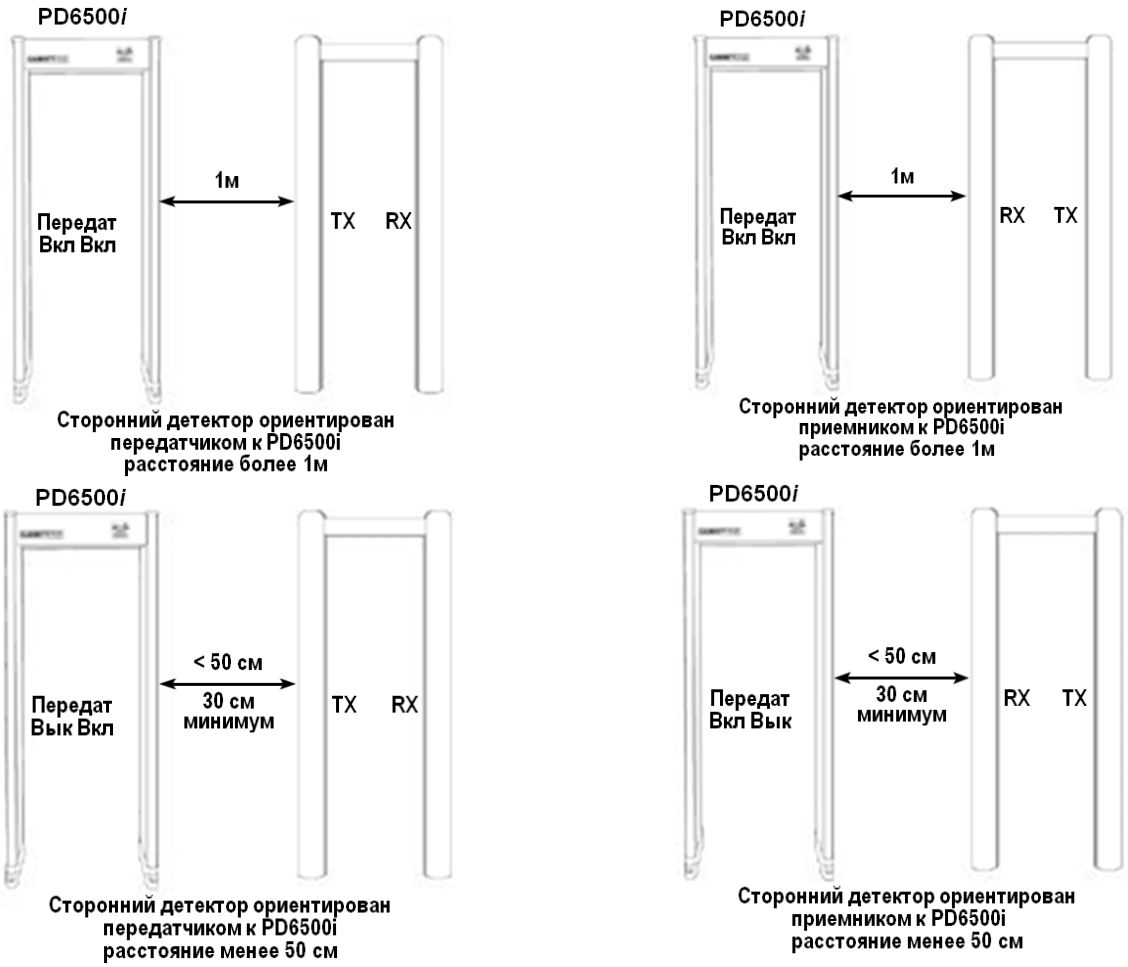

Рисунок 2- 12
- PD6500i используется в комбинации **с металодетекторами сторонних производителей**. (См. Рисунок 2- 12)